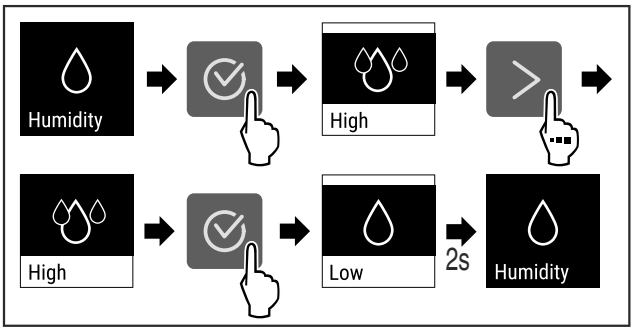

Fig. 76
▶ Ejecutar los pasos (consulte Fig. 76) .